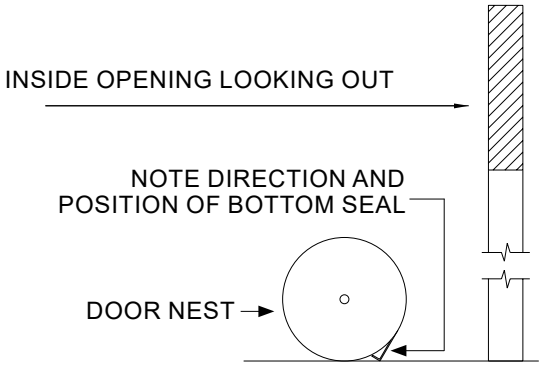

Figure 3
3.6 With enough room between the guides for the door nest, bring the nest in and lay it between the guides on the floor. Orient the door nest in the opening as shown in *Figure 3*.